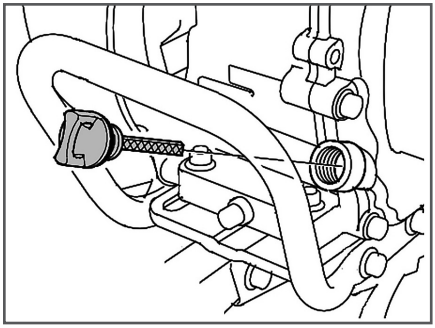

Рис. 18 Крышка-щуп маслозаливной горловины
2. Открутите крышку-щуп маслозаливной горловины и извлеките щуп (Рис. 18).
2. Выкрутите крышку-щуп маслозаливной горловины и извлеките щуп (Рис. 18).